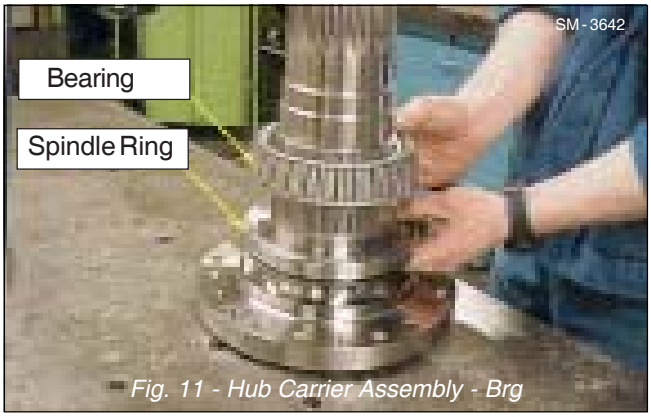

Fig. 11 - Hub Carrier Assembly - Brg
4. Secure roller bearing (47) inner race to the hub carrier (50), again ensure it is fully home. Refer to Fig.11.